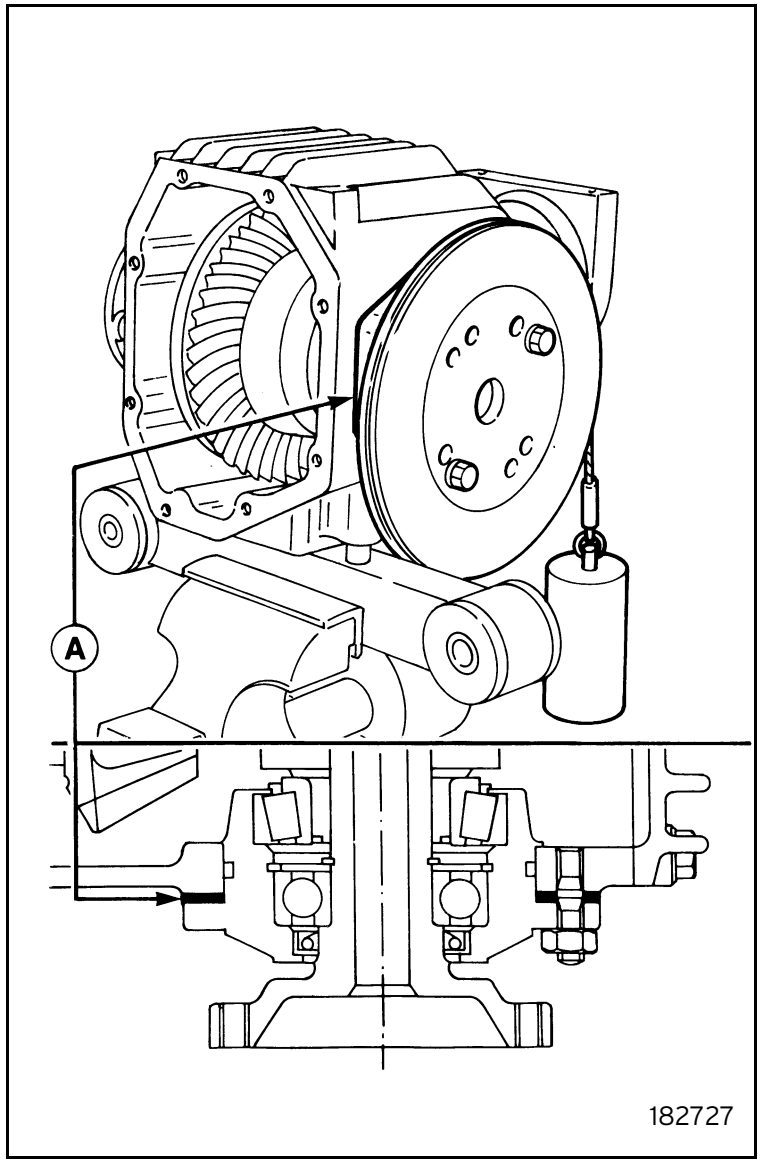

Fig. 27
- Fit a suitable tool for measuring the rolling torque on an axle shaft flange (figure 27).